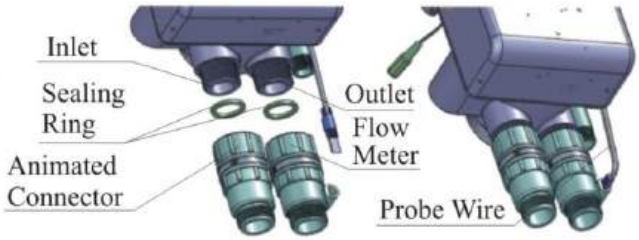

Рисунок 1-2
2. Монтаж входящего фитинга (см. рисунок 1-2).
3. Монтаж выходящего фитинга с расходомером (см. рисунок 1-2).